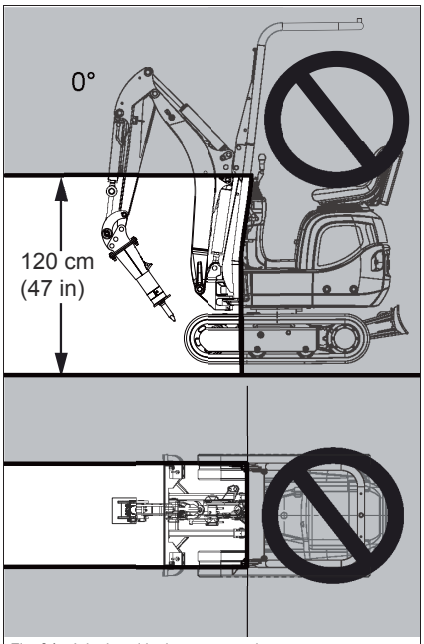

Fig. 94: Job site with shatter protection
- Note restricted work area (see Fig. 94).